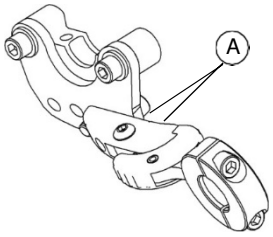

Fig. 3
2. Siehe Fig. 3. Ziehen Sie die Schrauben (Fig. 3, A) fest an. An der Verbindungsplatte der seitlichen Stütze für PLUSH gibt es 4 Befestigungsmöglichkeiten für seitliche Stützen.